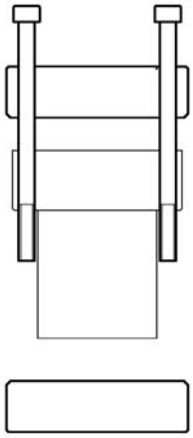

Abb. 1
- Flanschdeckel entfernen (Abb.1).